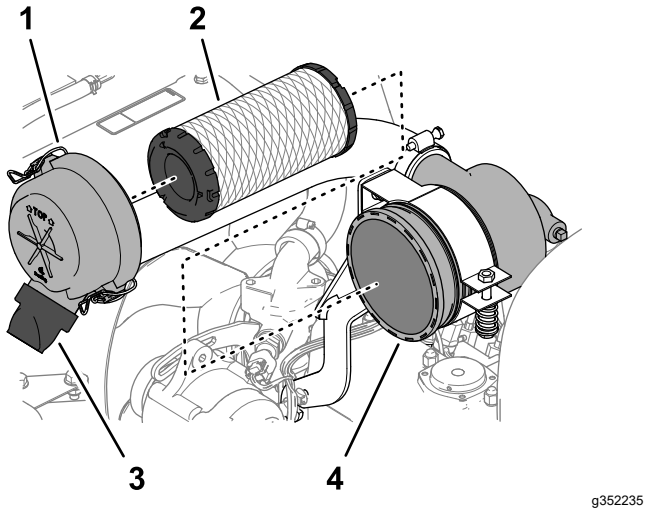

Figur 72
3. Åbn låsene, der fastgør luftfilterdækslet til luftfilterhuset (Figur 72).
6. Fjern filterelementet (Figur 72).
7. Fjern gummiudløbsventilen (Figur 72) fra luftfilterdækslets åbning til udblæsning af snavs.